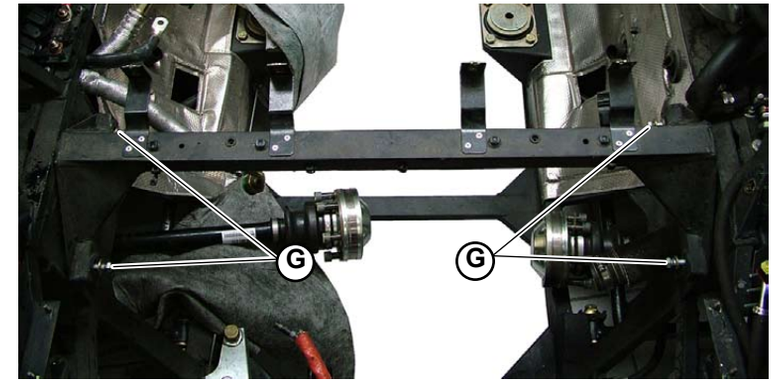

Fig.4
5. Assemble the rear cross member, tightening the 4 screws (**G-Fig.4**) onto the two inner sides.